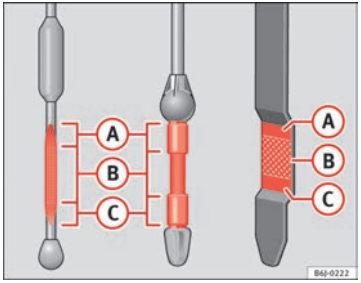

Fig. 154 Engine oil dipstick
– Then pull it out once more and check the oil level ⇒ Fig. 154. Top up with engine oil if necessary.